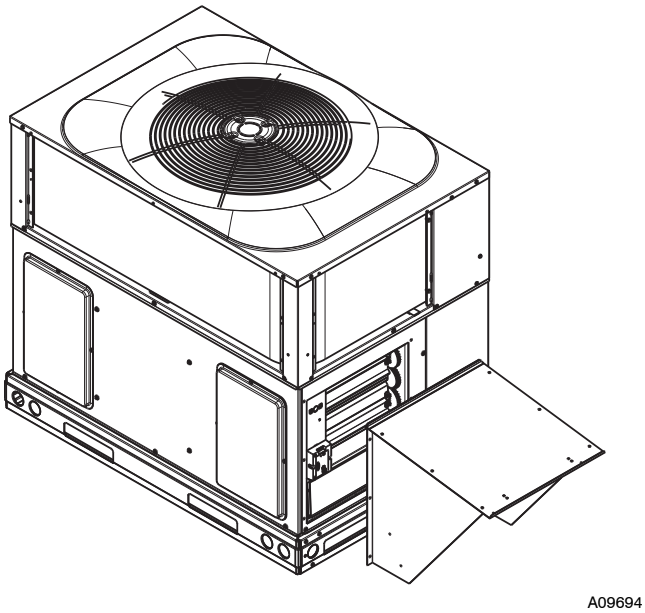

Fig. 32 – Economizer Hood Installation
9. Install assembled hood over the economizer opening in the replacement return chamber panel. See Fig. 32. Screw in place through pre-punched holes. Make sure all seams are air watertight.